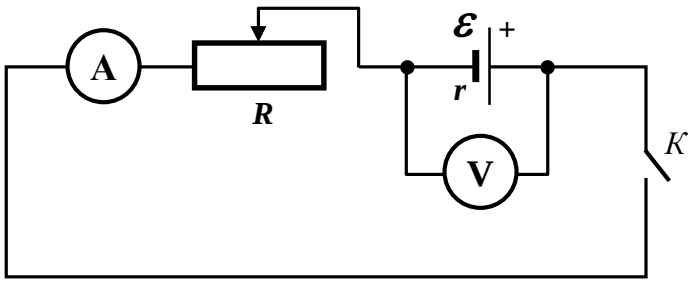
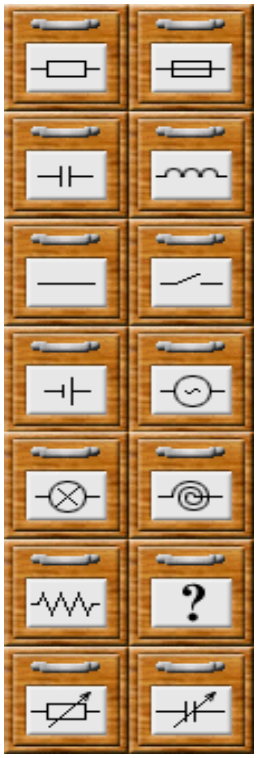

Рис. 2
Рис. 3
Для определения ЭДС и внутреннего сопротивление источника тока, необходимо собрать электрическую цепь по схеме (рис. 2). Непосредственное измерение ЭДС источника тока (гальванического элемента) производится
9. Соберите на виртуальной монтажной плате электрическую цепь по схеме, изображённой на рис. 2. Для этого на панели с радиодеталями (рис. 3) курсором «мышки» выбирайте необходимые элементы и переносите их на монтажную плату. Мультиметры вызываются нажатием клавиши, изображённой на рис.5б. Один из них переведите в режим амперметра постоянного тока, другой – в режим вольтметра постоянного напряжения (правила работы с цифровым мультиметром приведены в приложении или «Контекстной справке», вызываемой клавишей, изображение которой приведено на рис. 5в).